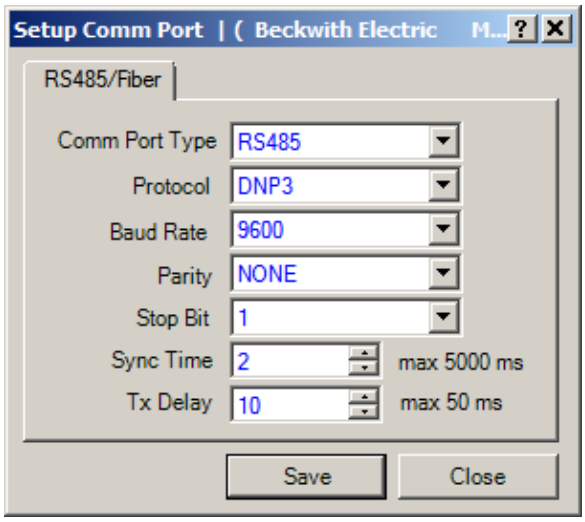

Figure 4-28 Setup Comm Port Dialog Screen
1. Select **Communication/Setup/Comm Port** from the TapTalk toolbar. TapTalk will display the "Setup Comm Port" dialog screen (Figure 4-28).